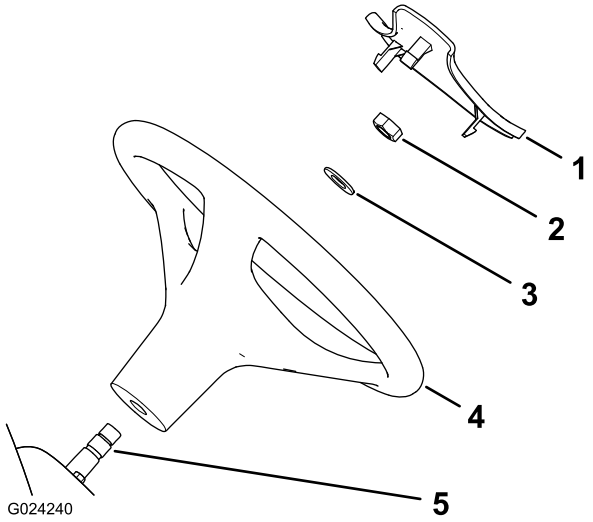

Figur 3
1. Fjern dækslet fra navet på rattet, hvis det er monteret (Figur 3).
2. Fjern møtrikken fra styretøjsakslen (Figur 3).
3. Skub rattet og spændeskiven på rataksle (Figur 3).
5. Monter dækslet på rattet (Figur 3).